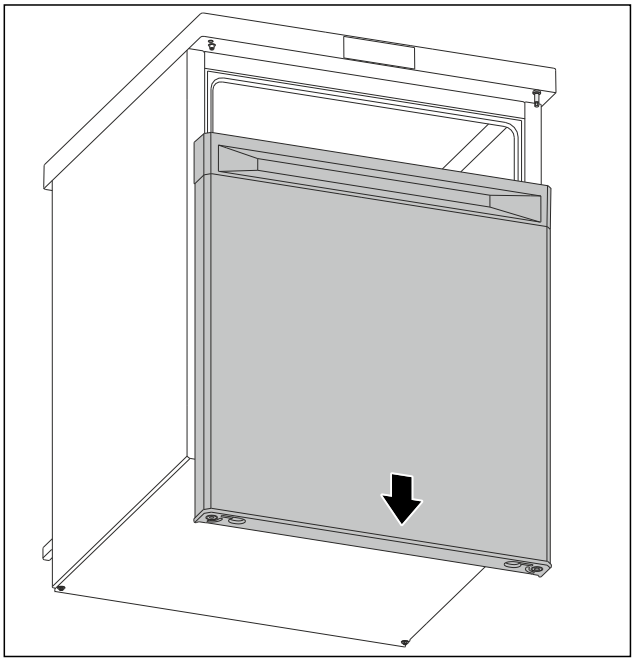

Fig. 6
▶ Fjern døren nedover. (se Fig. 6)